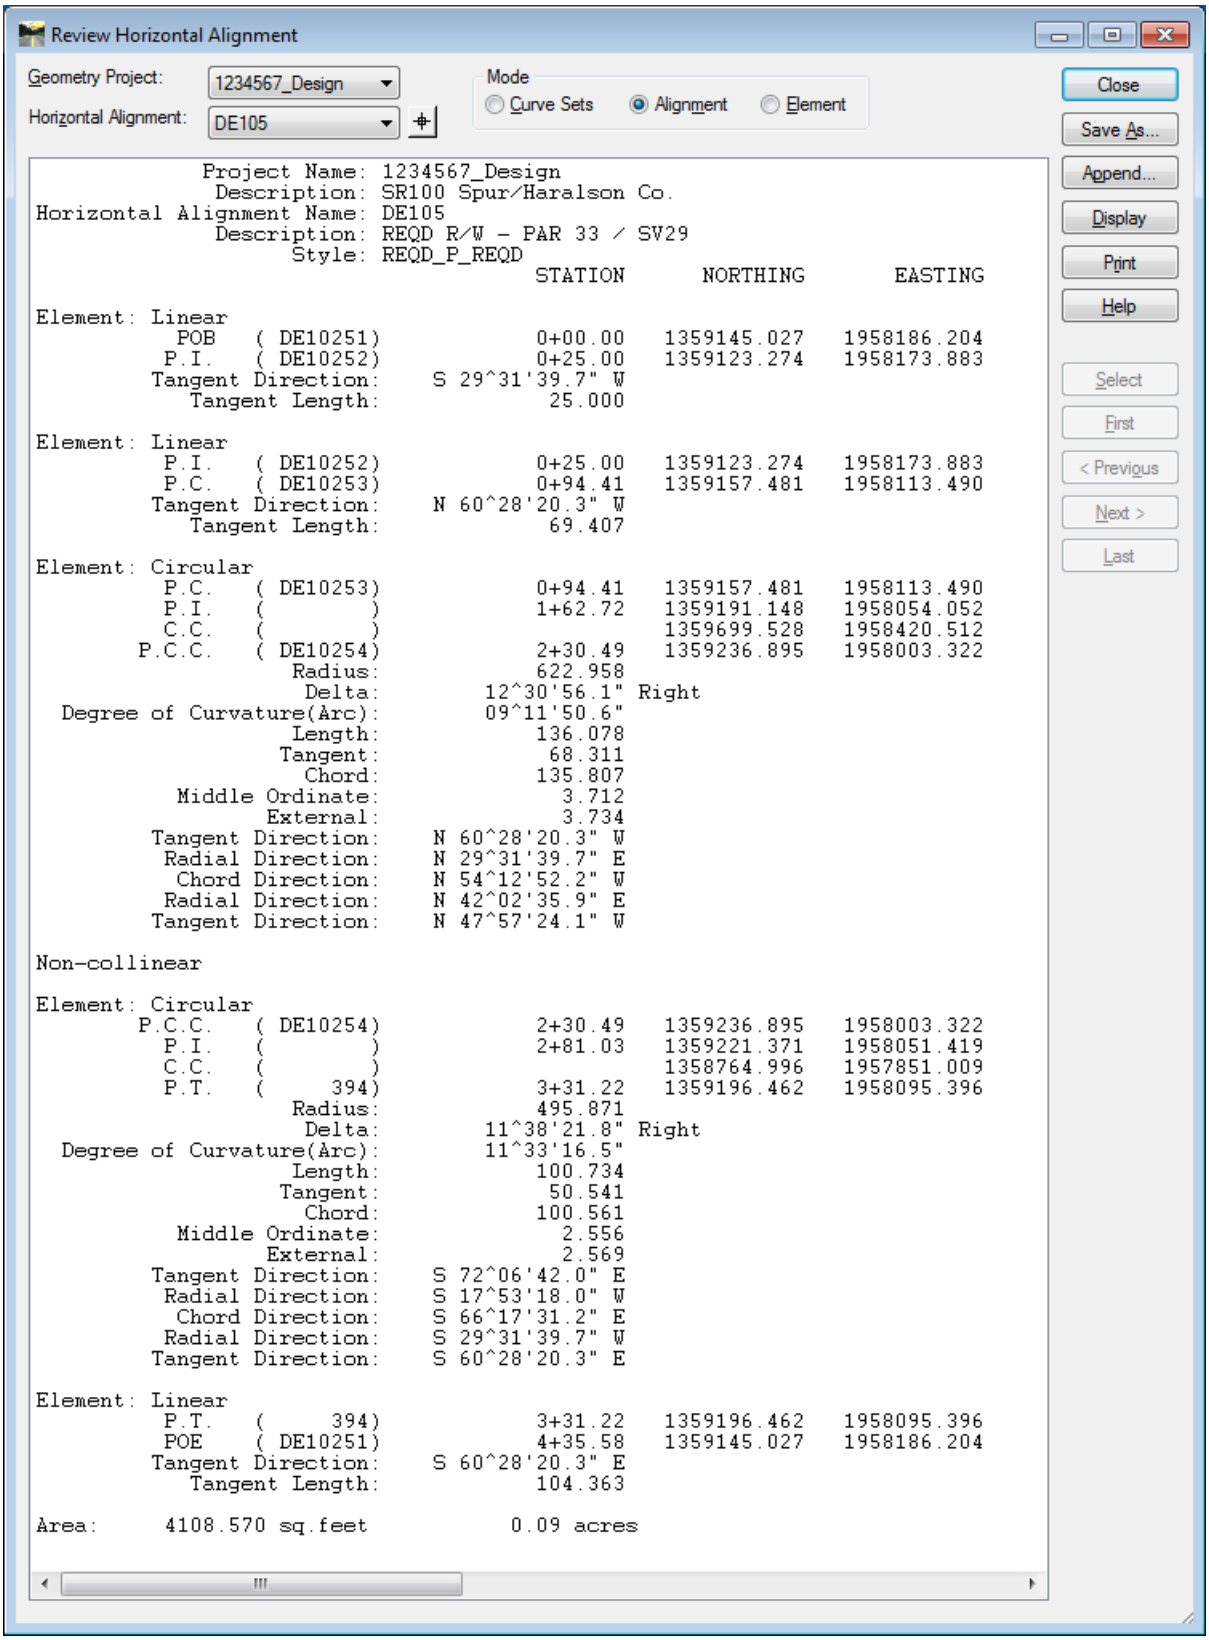

Figure L12-92 Review Horizontal Alignment
81.	**Review Alignment DE105.** • In InRoads, select **Geometry ► Review Horizontal**. The **Review Horizontal Alignment** report opens as shown in *Figure L12-92*. • Notice the Alignment now follows a coincident clockwise path. • Click **Close** to exit the Report.